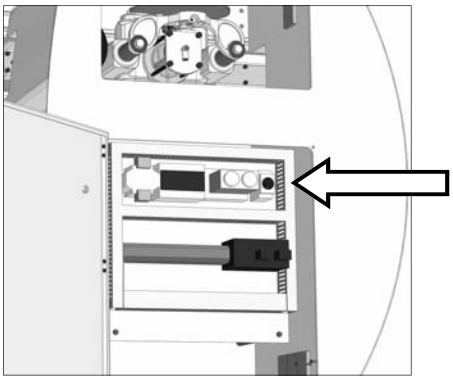
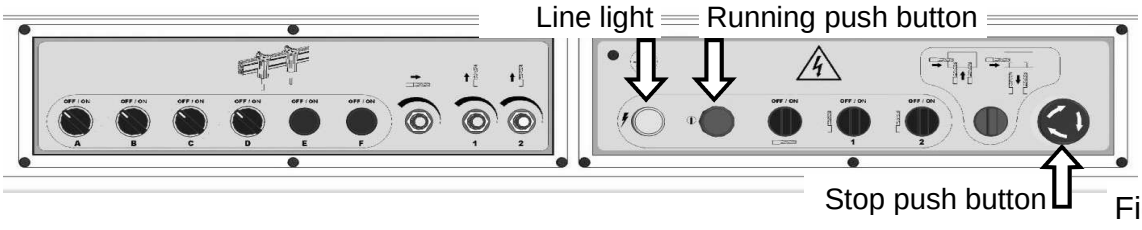

Fig. 1
Fig. 12
- 1) Lockable general electrical sectioning device (see fig. 1)
- 12) Line light, running and stop push-button(see fig. 12)
- Turn on the general current switch (see fig. 1) using the knob placed on the door (see fig. 19); the signal light turns on when the line is inserted (see fig. 12).
- Pull the running push-button (see fig. 12).
The machine stop is achieved by pressing the stop push-button (see fig. 12) or by rotating the general switch in position 0 (see fig. 19).